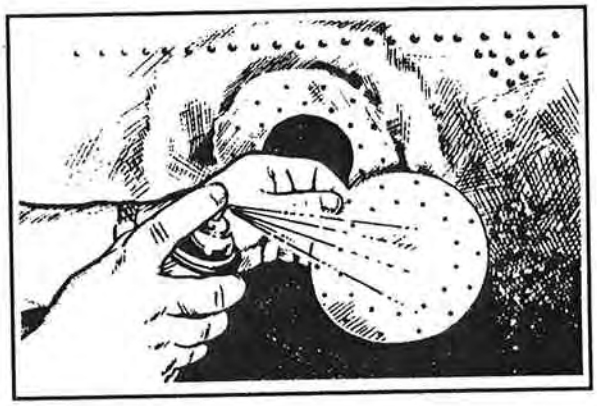

Figure 8-31. Treating for corrosion
- Prime all bare metal surfaces and apply sealant to mating surfaces as required (Figure 8-31).